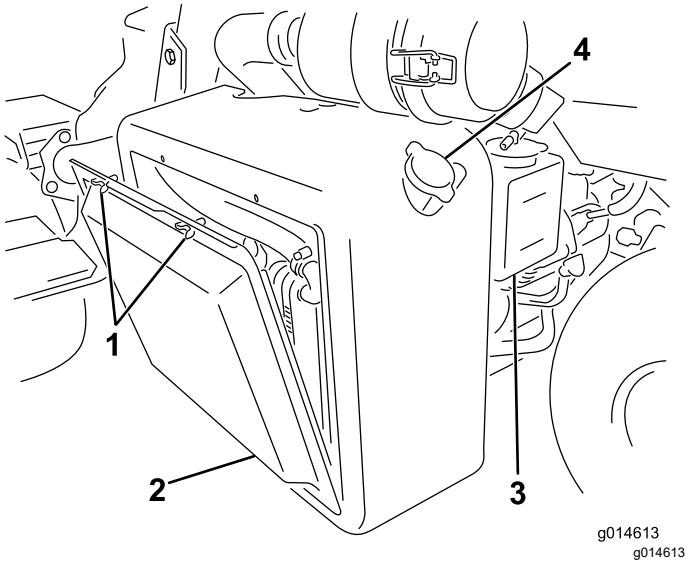
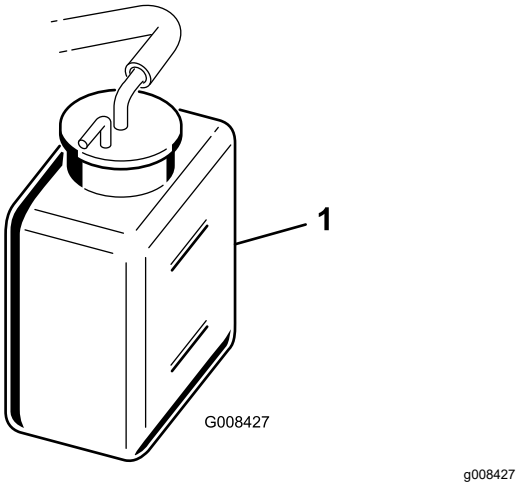

Figura 46
Figura 47
1. Retire la rejilla del radiador (Figura 46).
2. Compruebe el nivel de refrigerante (Figura 46 y Figura 47).